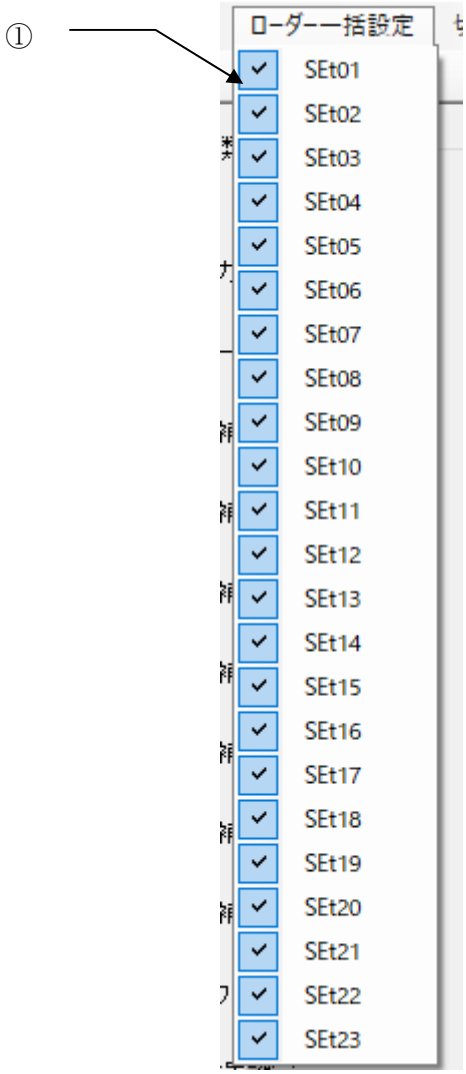

図 5-14　ローダー一括設定メニュー
【図 5-14】の①のチェックの変更で、SEt 画面の設定項目全ての表示を操作することができます。設定情報は、パラメータ設定ファイルに保存されます。